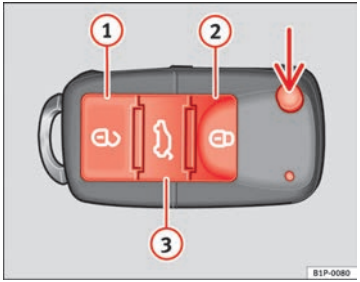

Fig. 62 Assignment of buttons on the remote control key
Using the button ⇒ Fig. 62 (arrow) on the control, the key blade is released.
Unlocking the vehicle 🔓 ⇒ Fig. 62 ①.
Locking the vehicle 🔒 ⇒ Fig. 62 ②.
Unlocking the rear lid. Press button ⇒ Fig. 62 ③ until all the turn signals on the vehicle flash briefly. When the unlocking button ③ is pressed, you have 2 minutes to open the door. Once this time has passed, it will lock again.
Also, the battery indicator on the key ⇒ Fig. 62, will flash.
When the button 🔓 ⇒ Fig. 62 ①, is pressed once, the driver door is unlocked, all others remain locked.
Press the button 🔓 ⇒ Fig. 62 ① twice to unlock all doors. ▶
– Press the 🔒 ⇒ Fig. 62 button on the remote control.